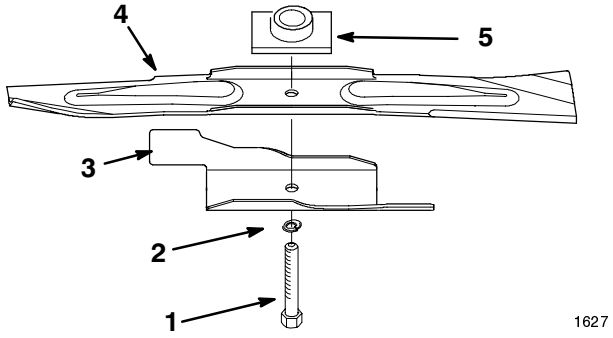

**Figure 29**
2. Remove the blade bolt, the lock washer, the blade accelerator, and the blade (Fig. 29).
1. Position the blade onto the spindle and the blade driver, with the curved blade tips pointing toward the lawn mower and the blade driver nesting in the recess of the blade (Fig. 29).
2. Install the accelerator, the lock washer, and the blade bolt (Fig. 29).